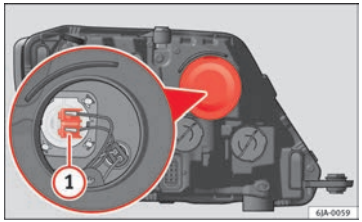

Fig. 154 Changing main beam headlight bulbs
- Remove connector ⇒ Fig. 154 (1) by pulling outward.